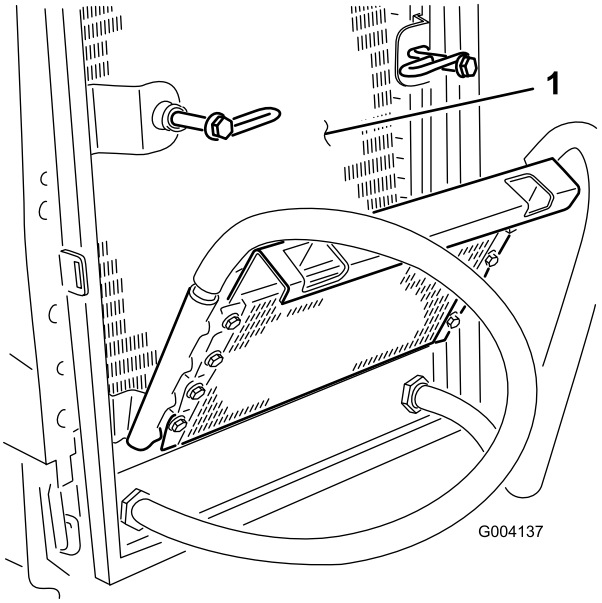

Figur 70
6. Rengør begge sider af oliekøler og køler (Figur 70) grundigt med trykluft.